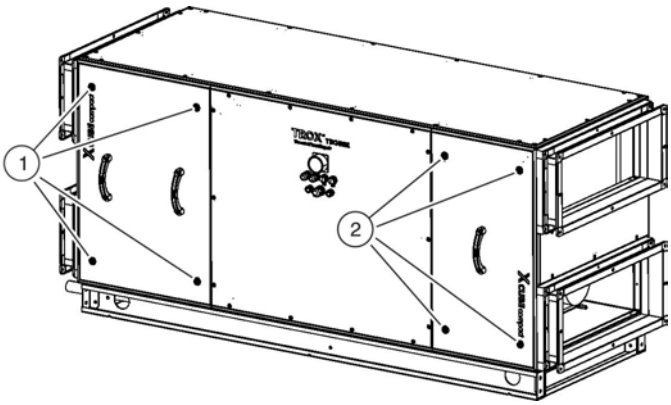

Fig. 53: Ouverture des trappes de visite
1. Avec une clé Allen de 10 mm, ouvrir les loquets de compression (Voir la Fig. 53/1+2) des trappes de visite gauche et droite à l'avant.